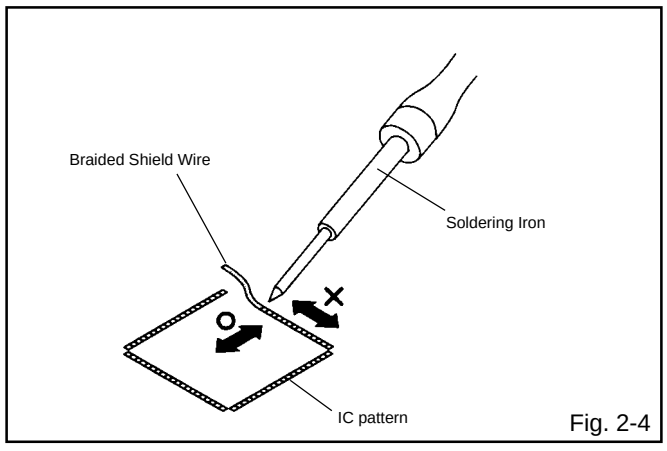

Fig. 2-4
5. Absorb the solder left on the pattern using the Braided Shield Wire. **(Refer to Fig. 2-4.)**